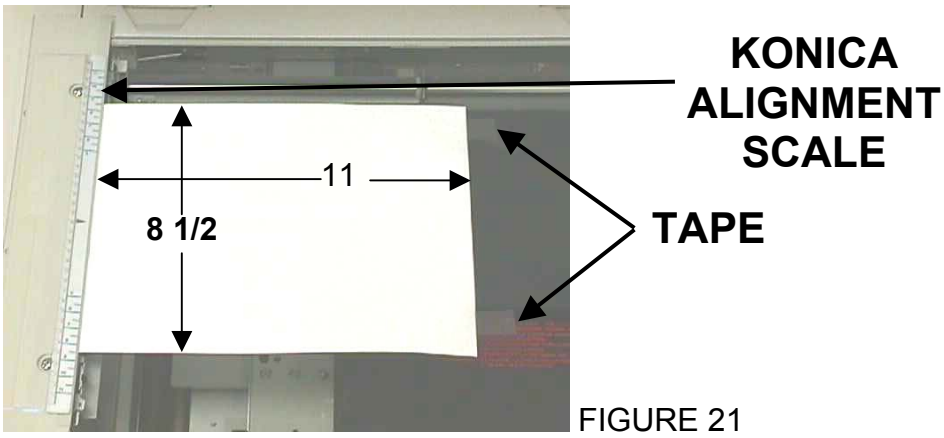

FIGURE 21
6.1 Center a piece of 8½ x 11 sheet of paper length wise with the Konica alignment scale. Once the paper is aligned, tape paper to the exposure glass so it will not move. (see figure 21)